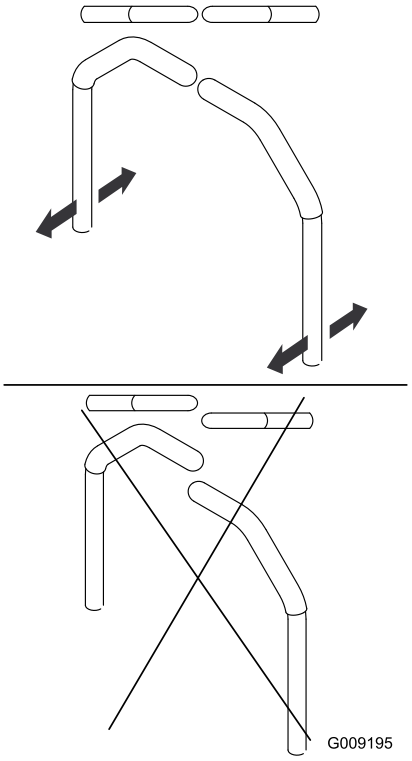

Figur 61
4. Rikta in handtagens främre-bakre läge genom att föra ihop dem till neutralläget och justera dem tills de är i linje (Figur 61).